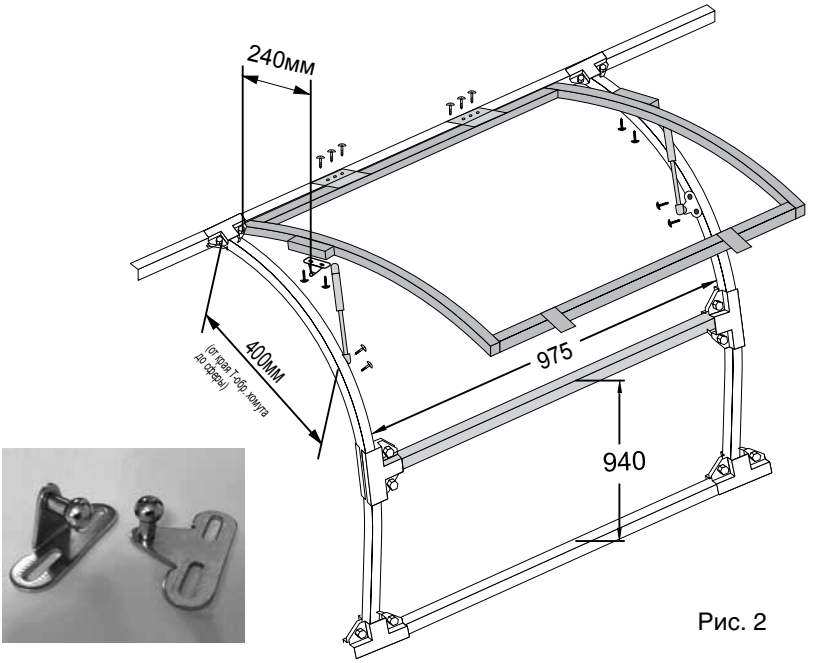

Рис. 2
– если у Вас в комплекте пластинки , то закрепить на площадке крепления газлифта (Рис. 2).